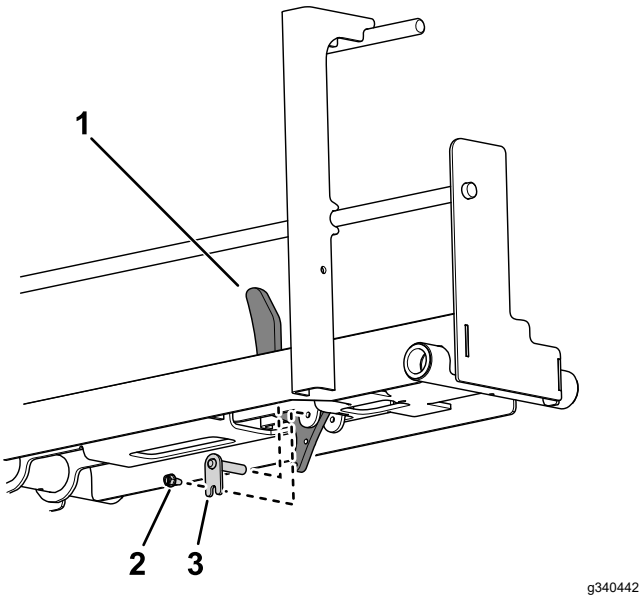

**Figuur 12**
4. Gebruik een flag-pen en zeskantschroef om de wielaanslag te monteren op de oprijplaat (Figuur 12).